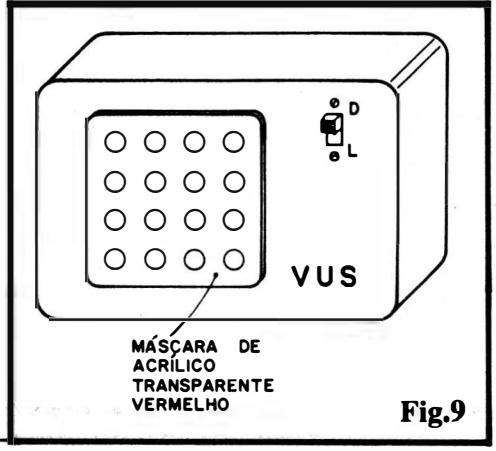
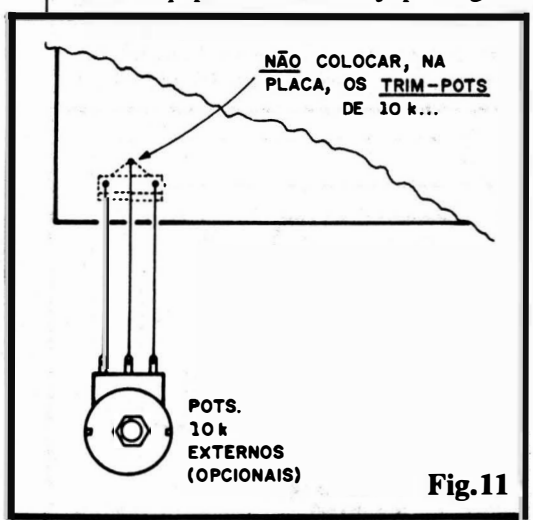

Fig.9
Fig.11
- **FIG. 9** - SUGESTÃO PARA O "ENCAIXAMENTO" FINAL... - Se o Leitor/Hobbysta optar pela construção "independente" do VUS, a solução de **lay out** final proposta pela figura nos parece a mais conveniente, estética e praticamente falando... Uma "janela" deve ser recortada numa das faces do **container**, em formato quadrado, e dimensões compatíveis com o conjunto de LEDs ("tela" do VUS...). Para boa visualização, recomendamos a inserção de uma máscara externa sobre tal "janela", em acrílico transparente vermelho, de modo que seja promovida uma "filtragem" ótica (assim, apenas a "luz" dos LEDs poderá ser realmente vista, embelezando e tornando o **display** mais profissional...). A caixa, no caso, poderá ainda incorporar um interruptor simples (eletricamente intercalado no ramo **positivo** da alimentação de 12 VCC...) através do qual o VUSCÓPIO possa ser confortavelmente ligado/desligado...
- **FIG. 11** - ANEXAÇÃO (OPCIONAL) DE POTENCIÔMETROS DE CONTROLE DE NÍVEL AO **VUS**... - Para tornar mais confortáveis os eventuais ajustes "finos" ou momentâneos de nível (sensibilidade de Entrada) para o VUS, o Hobbysta poderá optar pela substituição dos originais **trim-pots** de 10K por potenciômetro (de idêntico valor), ligados aos convenientes pontos da placa "A" via pedaços de fio flexível isolado (cabinho de ligação...), conforme ilustra a figura... Nesse caso, certamente, os referidos **trim-pots** devem ser "desprezados" (não precisarão ser adquiridos, nem - obviamente - soldados à placa...). Os dois potenciômetros poderão ter seus eixos/**knobs** presentes no painel frontal final do VUS (rever fig. 9), sob o **display** ou ao lado deste... Com tal disposição, mesmo que o volume final do equipamento de áudio seja sensivelmente modificado, sempre haverá uma possibilidade de re-ajuste fácil na sensibilidade do VUS, capaz de gerar imagens interessantes na sua "tela"... Quanto aos **trim-pots** de pré-ajuste (4K7), como se tratam de configuradores de equilíbrio interno do circuito, na prática não existe a conveniência de substituí-los por potenciômetros de acionamento externo... No entanto, se o Leitor/Hobbysta for do tipo que adora fazer constantes "ajustes finos" no desempenho dos circuitos, nada impede que estes também sejam "trocados" por potenciômetros, ligados à placa nos mesmos moldes indicados na fig. 11...